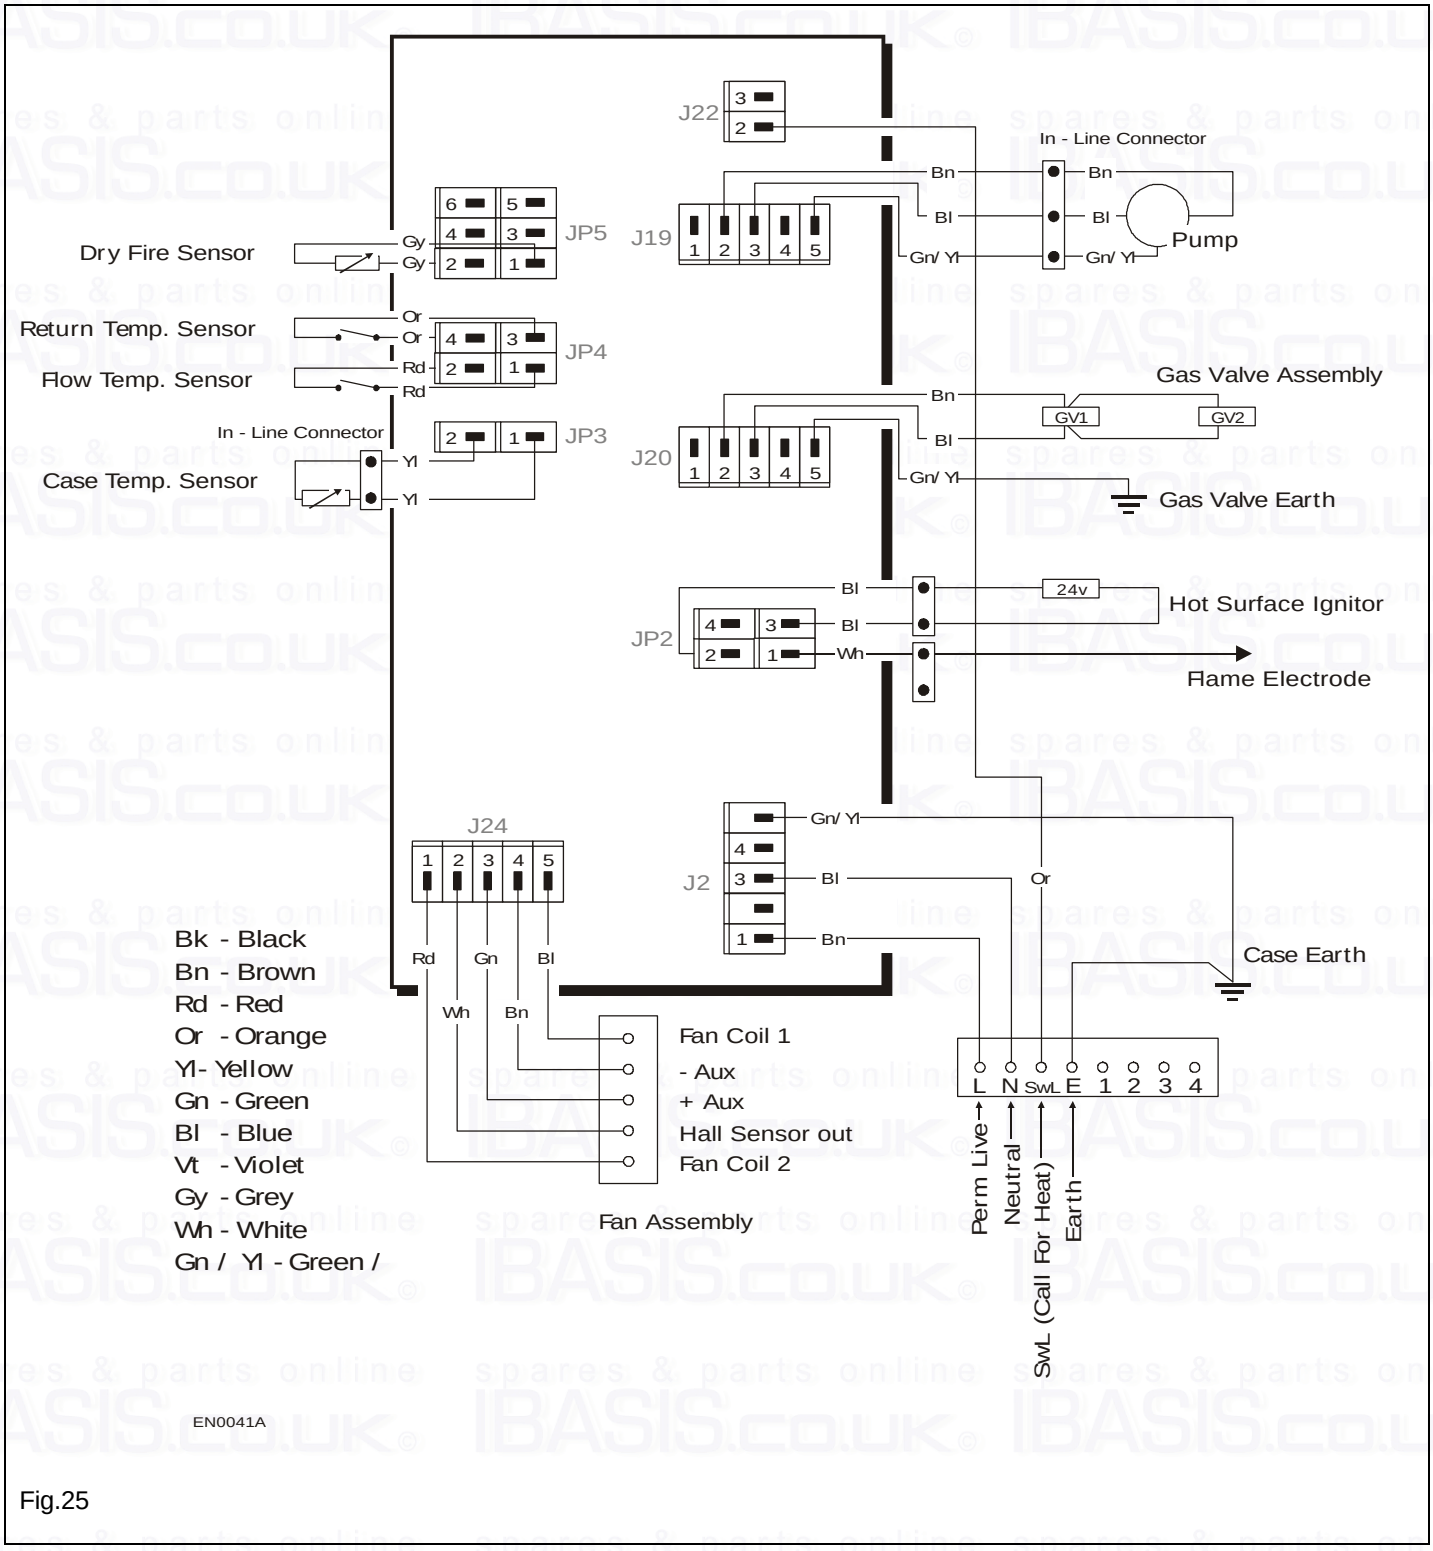

Fig.25
4. If a CO_2 analyser is available check that the flue gas CO_2 concentration is in line with the value given in the FIG.25.